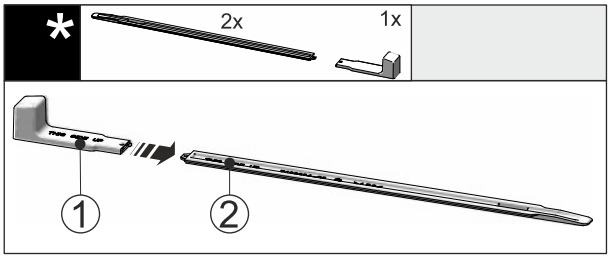

Fig. 42
▶ Atașați mânerul de montare *Fig. 42 (1)* la șina de nivelare *Fig. 42 (2)*.